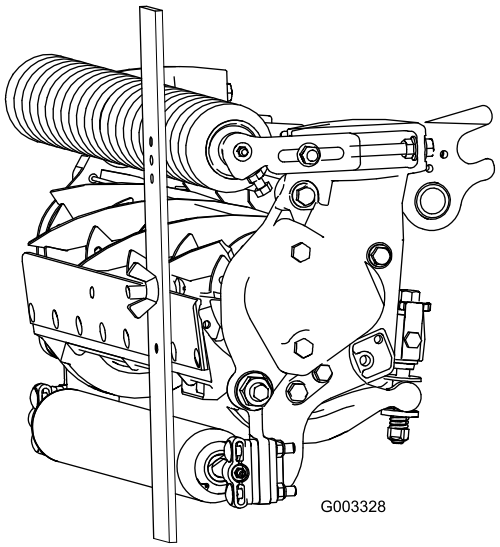

Bild 17
3. Haken Sie den Schraubenkopf an die Schnittkante des Untermessers ein, und stützen Sie das hintere Ende des Trägers auf der hinteren Rolle ab (Bild 17).
4. Drehen Sie die Einstellschraube, bis die vordere Rolle die Messlehre berührt (Bild 17). Stellen Sie beide Enden der Rolle ein, bis die ganze Rolle parallel zum Untermesser ist.